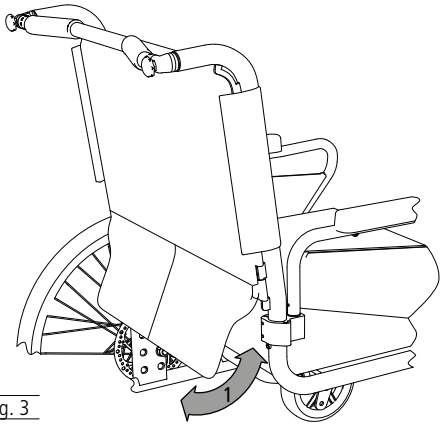

fig. 3
1. La languette de la toile du dossier peut être fixée sur l'arrière du coussin d'assise par une bande autoagrippante, ce qui permet de refermer l'espace entre le dossier et l'assise (1, fig. 3).